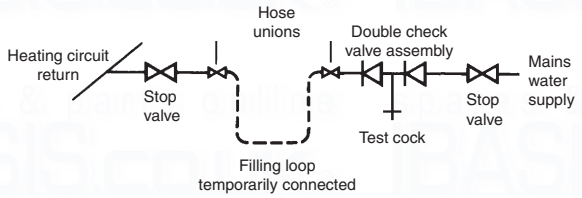
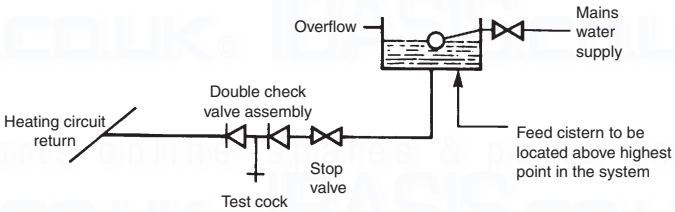

Fig. 3.4
Fig. 3.5
3.9 FILLING THE SEALED CENTRAL HEATING SYSTEM - Figs. 3.4, 3.6
Provision should be made to replace water lost from the system. This can be by manual or automatic means, as shown in Figs. 3.4 and 3.5. The position for connecting an automatic make-up vessel is indicated in Fig. 3.3. A double check valve assembly must be used, as shown in Fig. 3.5.
Filling of the system must be carried out in a manner approved by the local Water Undertaking. Where allowed, the system may be filled via a temporary connection as shown in Fig. 3.4. After filling, always disconnect the flexible hose of the filling loop.